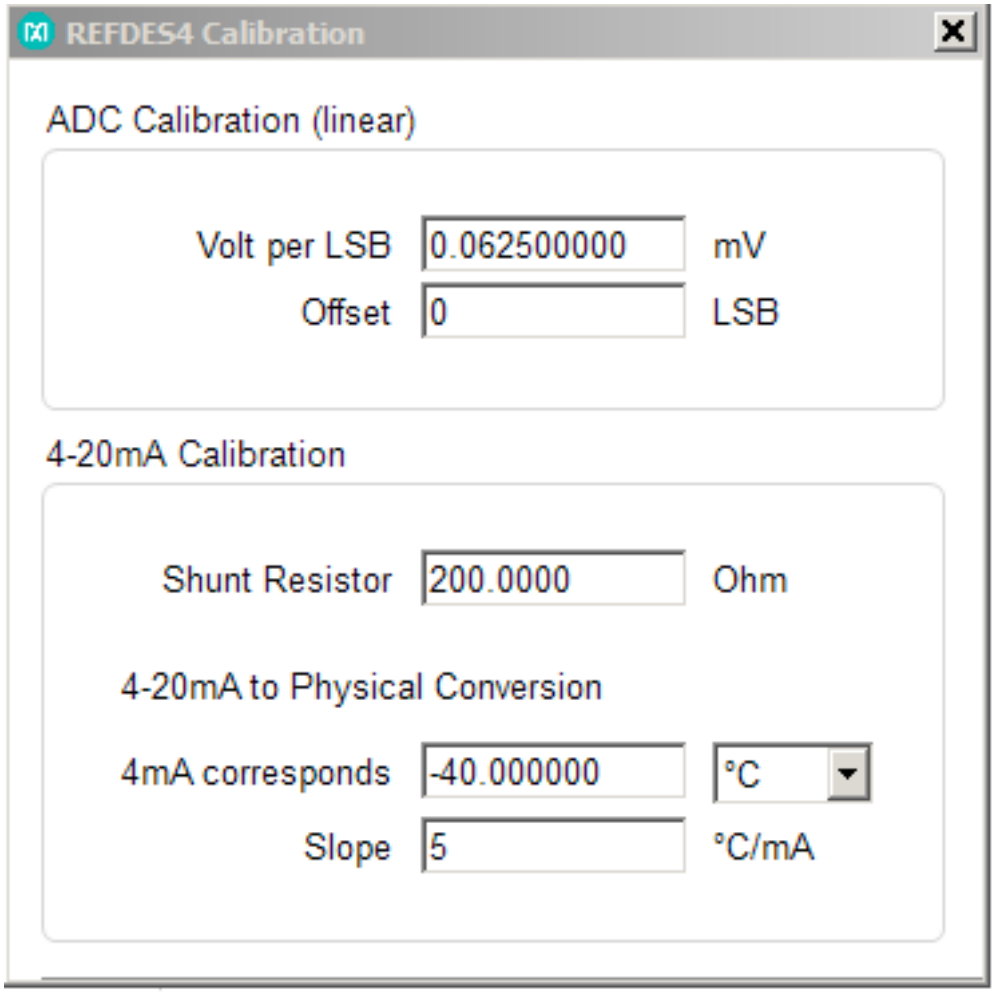

Figure 11. "Calibration" Display on Munich/Campbell GUI
e) **Calibrate:** If the user wishes to calibrate, this option enables a real-time calibration as shown in Figure 11.